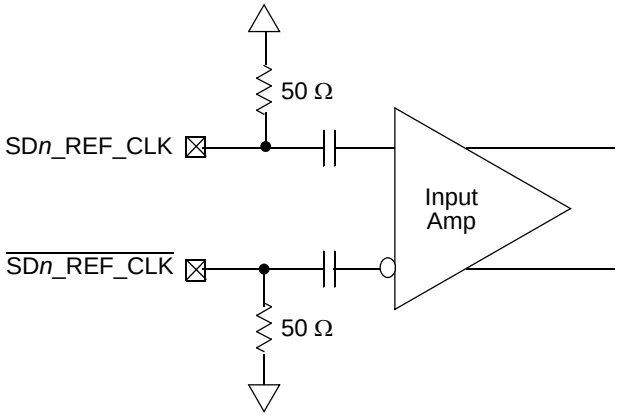

Figure 44. Receiver of SerDes reference clocks
- The SD*n*_REF_CLK and $\overline{\text{SD}n\text{_REF_CLK}}$ are internally AC-coupled differential inputs as shown in Figure 44. Each differential clock input (SD*n*_REF_CLK or $\overline{\text{SD}n\text{_REF_CLK}}$) has on-chip 50-Ω termination to $SV_{SS}n$ followed by on-chip AC-coupling.